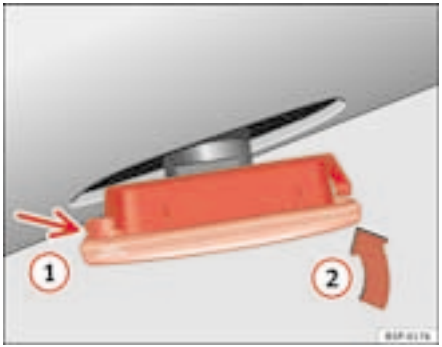

Fig. 170 Indicator
– First place the indicator in the opening in the bodywork, fixing the tabs ⇒ fig. 170, arrow (1).
– Insert the lamp as shown by the arrow (2) ⇒ fig. 170. ■